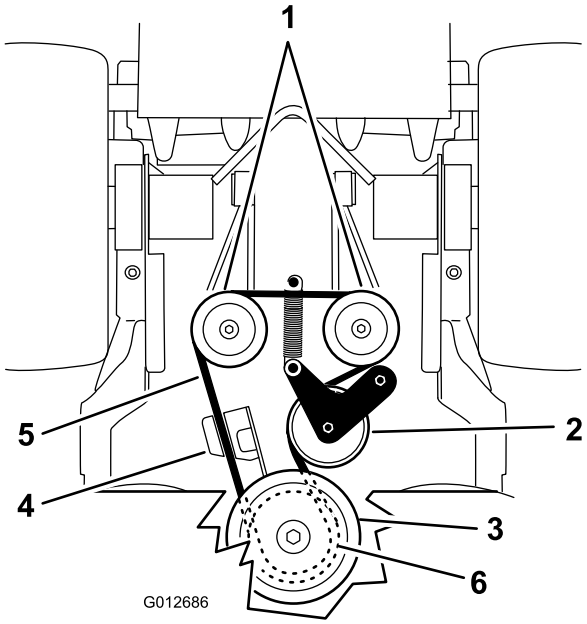

Figura 68
5. Sganciate la molla del tenditore dal telaio (Figura 68).
7. Agganciate la molla del tendicinghia al telaio (Figura 68).